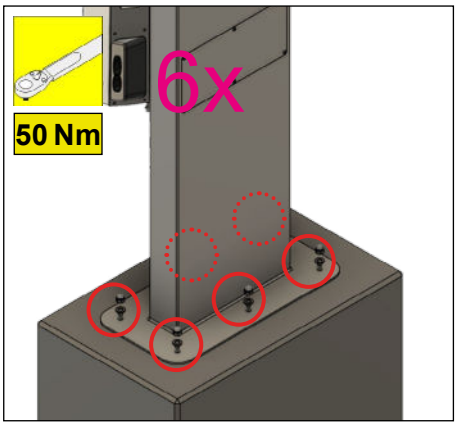

Abb. 75: Fundamentschrauben
1. Anziehdrehmoment der Fundamentschrauben überprüfen: siehe Abb. 75.